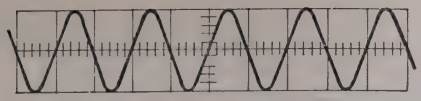

Figure 6-20. Horizontal Sweep Adjustment, CRT Display
n. Alternately adjust HF ADJUST controls A1A1C2C9, A1A1C2C8 and A1A1C2C10 to provide CRT display as shown in figure 6-20.
o. Set trigger level HORIZ GAIN to max. gain. Connect termination 50 ohm, 50 KC signal to EXT HOR (21) and horiz mode to x amp and set for 6cm deflection.